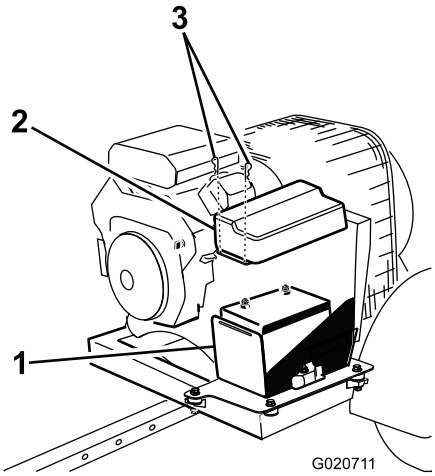

Figuur 3
1. Maak de pennen los waarmee de accu is bevestigd op de accubak (Figuur 3). Verwijder het deksel van de bak.